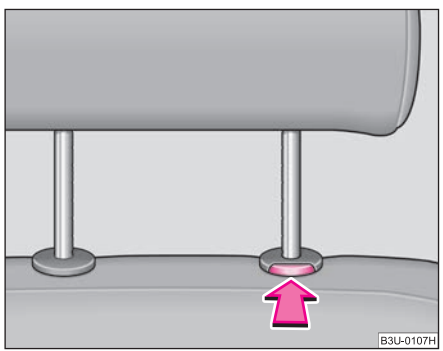

Fig. 58 Removing a head restraint
– Press the locking button in the direction of arrow ⇒ page 76, fig. 58 and pull the head restraint out.